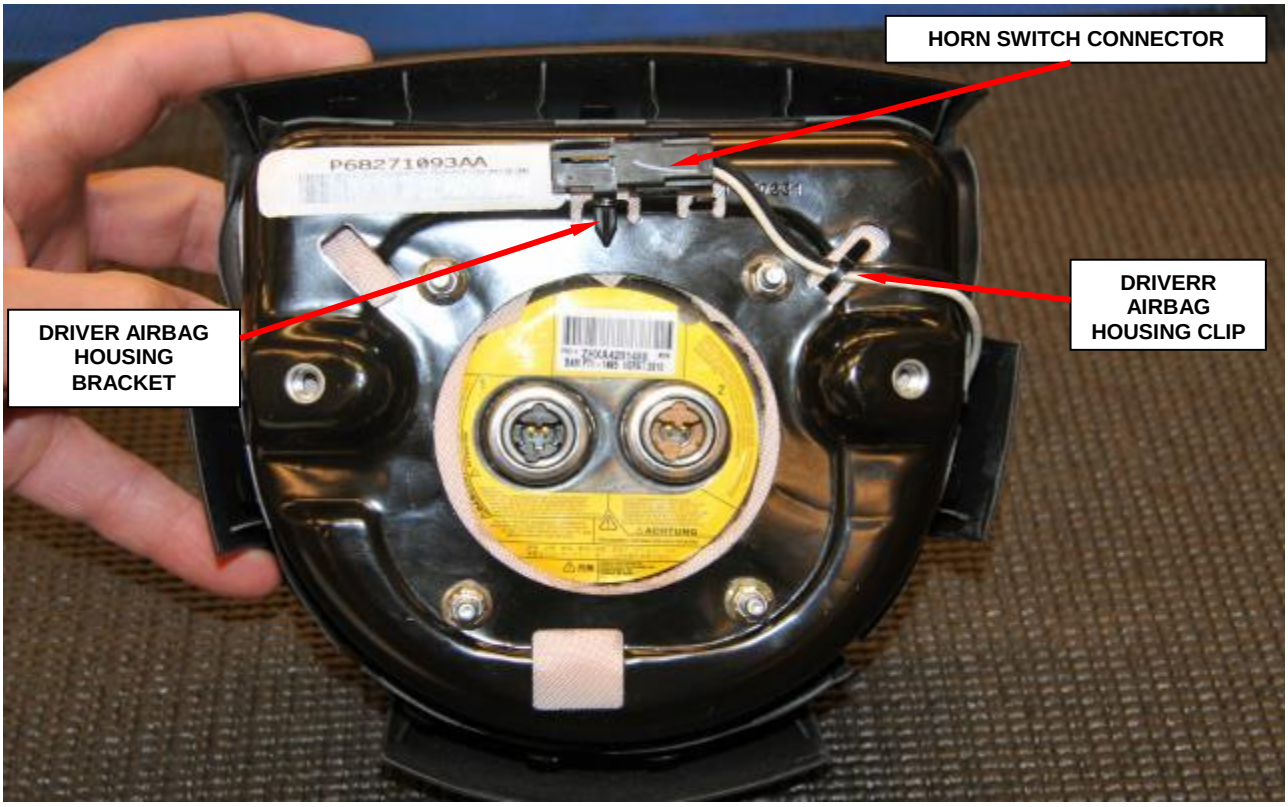

Figure 70 – Horn Switch Connector
20. Clip the horn switch connector to the driver airbag housing bracket (Figure 70).
21. Engage the horn switch wire harness pigtail to the driver airbag housing clip (Figure 70).
22. Driver airbag retrofit is complete (Figure 70).